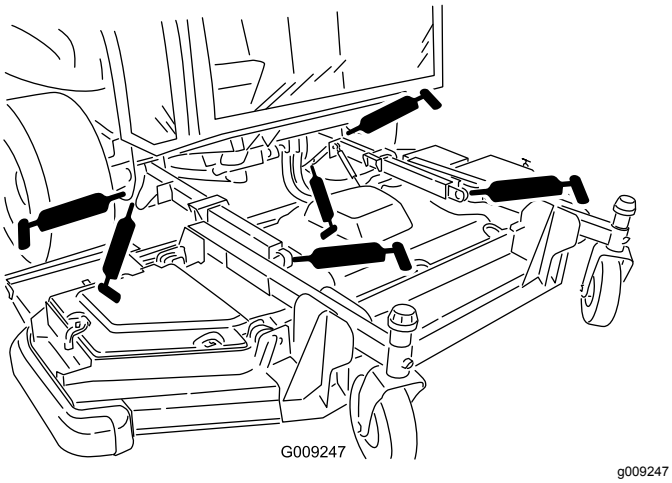

Figuur 90
- 2 lagerbussen van de hefarm (Figuur 90)
- 2 kogelverbindingen van de hefarmen (Figuur 90)
- 2 draaipunten hefcilinder voorste maaidek (Figuur 90)